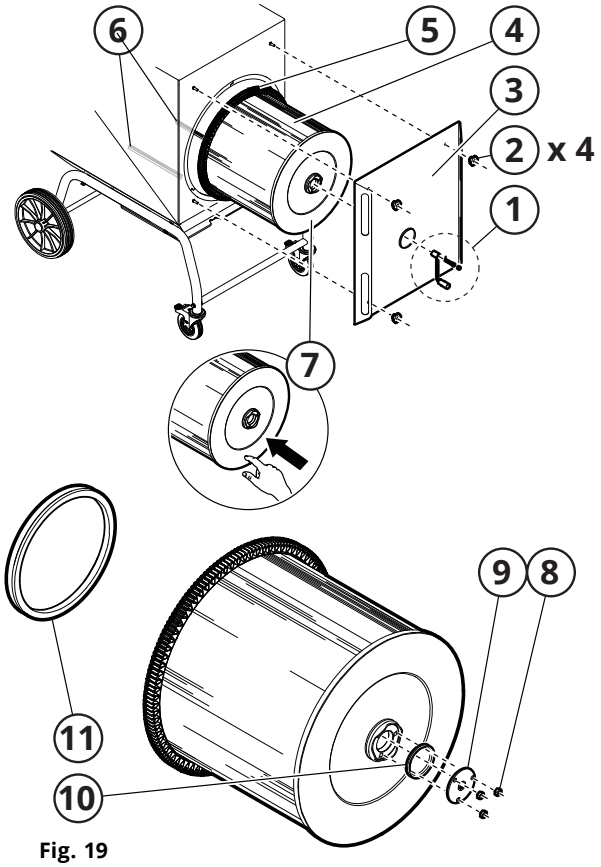
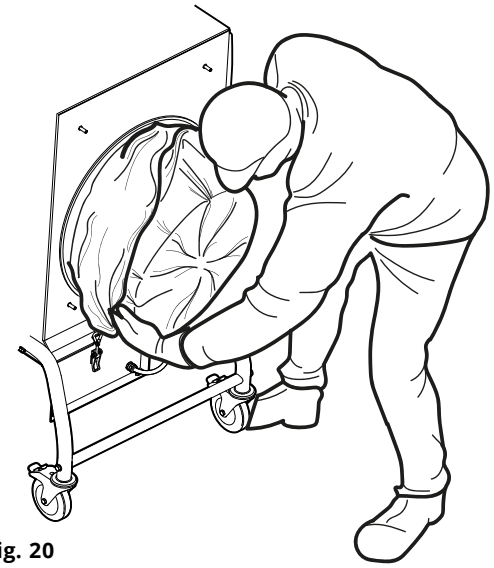

Fig. 19
Fig. 20
1. Dévissez et retirez la manivelle, voir pos 1, **Fig. 19**.
2. Dévissez (2) et retirez le couvercle du filtre (3).
3. Démontez l'écrou (8), la plaque de montage (9) et retirez la petite bande d'étanchéité (10). Conservez ces pièces pour les monter sur le nouveau filtre à cartouche.
4. Passez le sac de filtre CMF PCW3 sur la cartouche de filtre, voir la **Fig. 20**. Contrôlez que le sac de filtre ne se coince pas sous les brosses sous la cartouche de filtre.
5. Retirez du châssis la cartouche de filtre (4, **Fig. 19**) avec le sac de filtre. Posez sur le sol avec la paroi du filtre (7) vers le bas.
6. Retirez la bande d'étanchéité (11) et conservez-la pour la monter sur le nouveau filtre à cartouche.